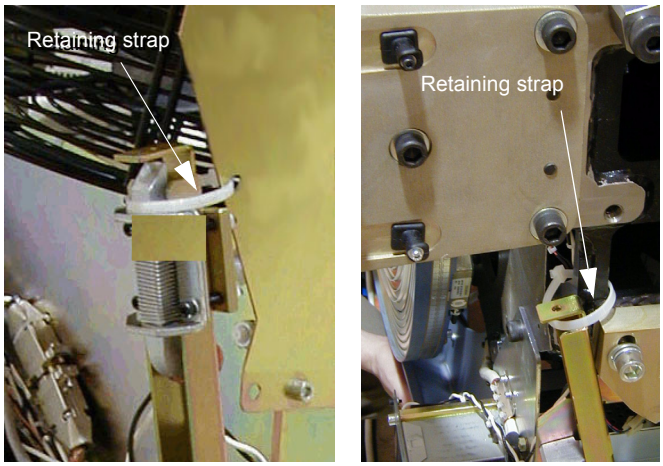

Figure 8-74 Service position of upper and lower cantrell brackets.
a.) Remove upper Cantrell brackets from service position and rotate them into position over their associated retaining pins. See Figure 8-74.
b.) Remove lower cantrell brackets from service position (see Figure 8-74), and rotate them into position over their associated retaining pins. Press down firmly on the bracket and snap it into place. See Figure 8-76.